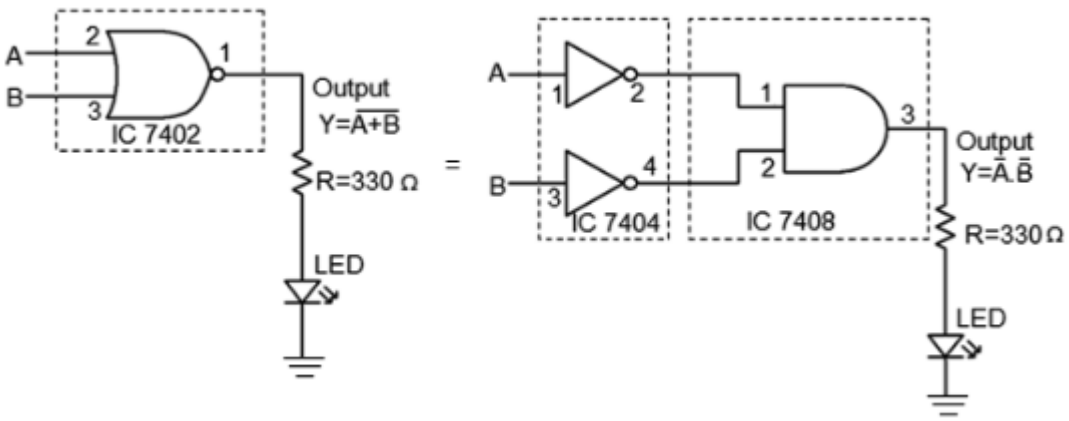

**Fig 3.1 De-Morgan's First Theorem**
1. Make the connections as per the circuit diagram of De-Morgan's First theorem (Fig 3.1) and give the supply voltage to the relevant pin.